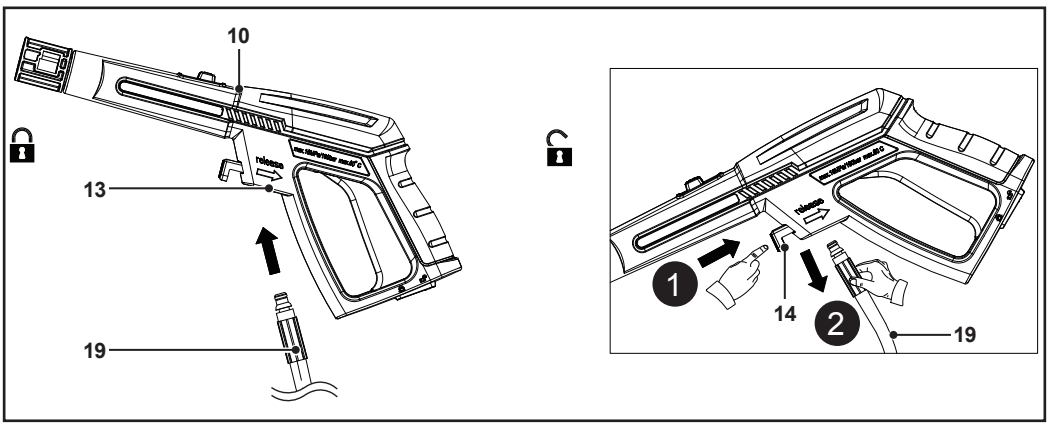

Fig. 6
3. Attach the other end of the pressure hose (19) to the pressure hose inlet (13) on the trigger gun (10) (Fig. 6).
4. Gently pull the pressure hose (19) to ensure it is securely connected to the trigger gun (10).
2. Pull the trigger (11) to drain water after the operation is completed.
3. Push and hold the release button (14) to remove the pressure hose (19) (Fig. 6).